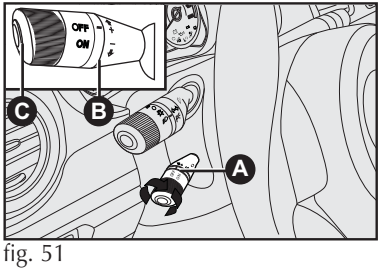

fig. 51
- Comandos - fig. 51
O piloto automático é comandado pela alavanca **A-fig. 51**.
A extremidade da alavanca **A-fig. 51** pode assumir duas posições:
Um breve toque na alavanca **B-fig. 51**, para cima (**+**) permite aumentar a velocidade memorizada.
Um breve toque na alavanca **B-fig. 51**, para baixo (**-**) permite diminuir a velocidade memorizada.
A cada acionamento da alavanca **B-fig. 51** a velocidade aumenta ou diminui cerca de 1 km/h.
Após o desligamento automático do dispositivo, o botão **C-fig. 51** permite restabelecer a velocidade memorizada.
ATENÇÃO: girando a chave da ignição na posição **STOP**, ou a extremidade da alavanca **A-fig. 51** na posição **OFF**, a velocidade memorizada é cancelada e o sistema desligado.
A extremidade da alavanca **A-fig. 51** pode ser deixada constantemente na posição **ON** sem danificar o dispositivo. No entanto, recomenda-se desativar o dispositivo quando o mesmo não for utilizado, girando o comutador na posição **OFF** para evitar memorizações acidentais de velocidade.
- girar a extremidade da alavanca **A-fig. 51** em **ON** e pisando no pedal do acelerador, levar o veículo à velocidade desejada;
- pressione o botão **C-fig. 51**.
- posicionando a alavanca **A-fig. 51** de modo momentâneo em (**+**).
- posicionando a alavanca **A-fig. 51** em (**-**) até o alcance da nova velocidade que permanecerá automaticamente memorizada.
Girar a extremidade da alavanca **A-fig. 51** em **OFF** ou a chave de ignição na posição **STOP**.